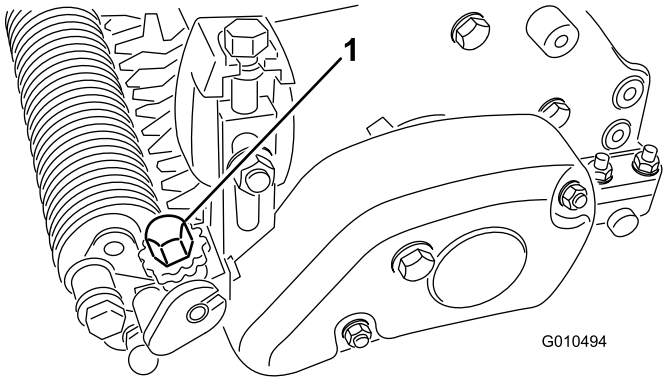

Figur 25
6. Vri høydejusteringsknotten for trimsatsen (Figur 25) for å heve og senke knivtuppen til ønsket trimmehøyde.